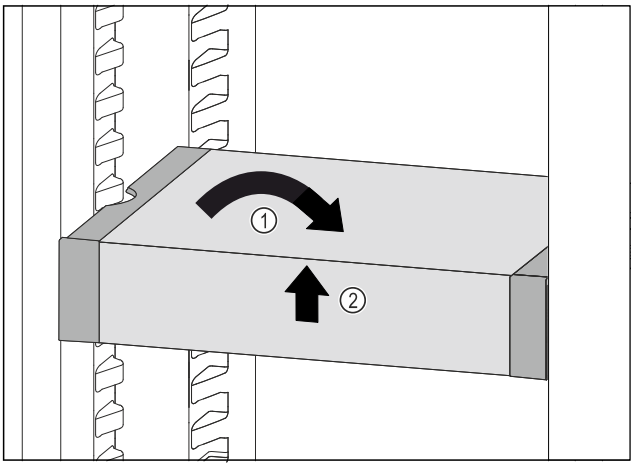

Fig. 105
▶ Állítsa egyenesbe a VarioSafe fiókot. *Fig. 105 (1)*
▶ Elöl emelje meg a VarioSafe fiókot. *Fig. 105 (2)*